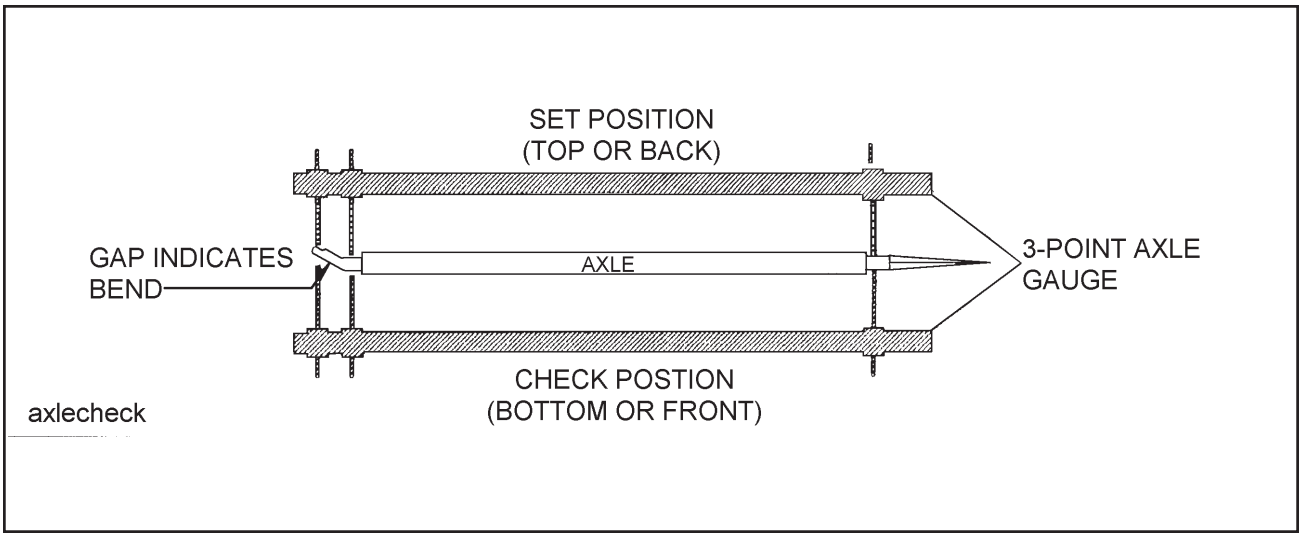

Figure 4-8 Checking Axle for Bend
b. Place a 3-point axle gauge against the front side of the axle, and adjust each axle gauge point to the axle. (Double point end against the inner and outer wheel bearing surfaces of the spindle being checked and the other point on the inner bearing surface on the other spindle) **(See Figure 4-8).**
c. Move the axle gauge and place against the back side of the axle. If either of the points of double point end fails to touch the axle surface, a bent spindle is evident. A point gap of .015" or more is considered excessive tire "toe" and the axle must be replaced **(See Figure 4-8).**